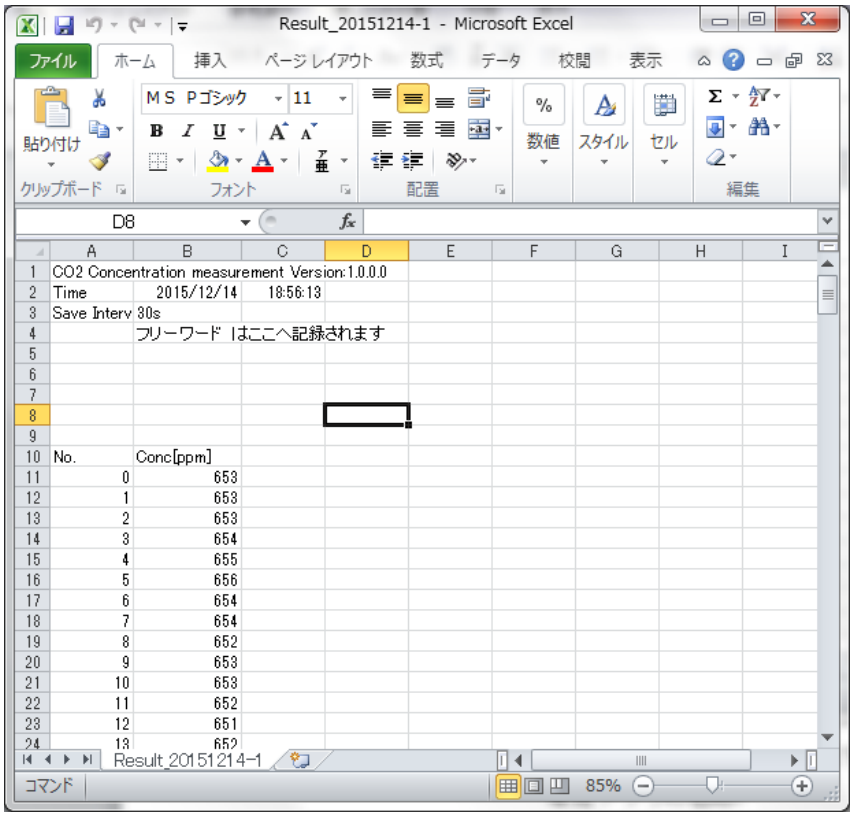

Figure 10 - Screen example of a CSV File opened in Microsoft Excel®
(3) Saved CSV files can be imported to spreadsheet software such as Excel® to edit and manipulate them after measurement is completed (Figure 10).
As shown in Figure 10: